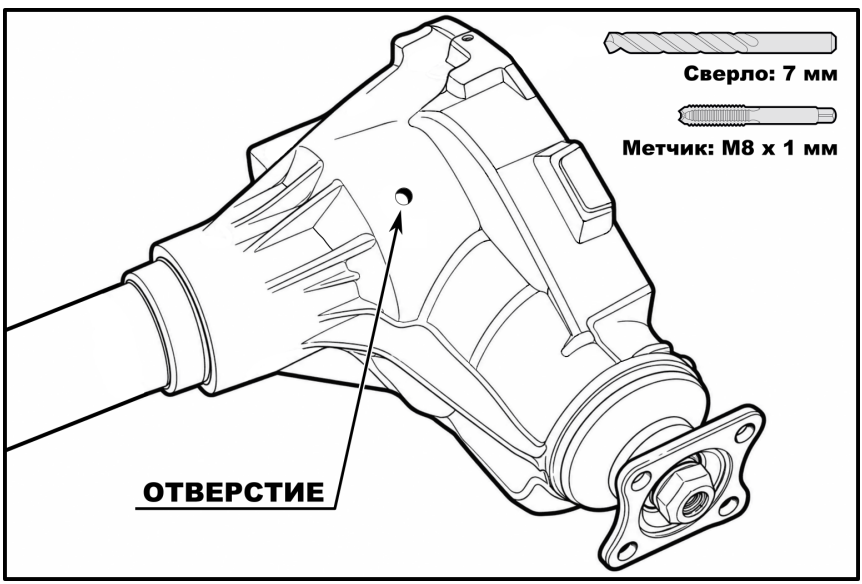

**Рис. 16**
*Для установки блокировки необходимо просверлить отверстие в корпусе редуктора и вывести через него кабель. На **Рис. 16** и **17** показано рекомендуемое расположение отверстия*